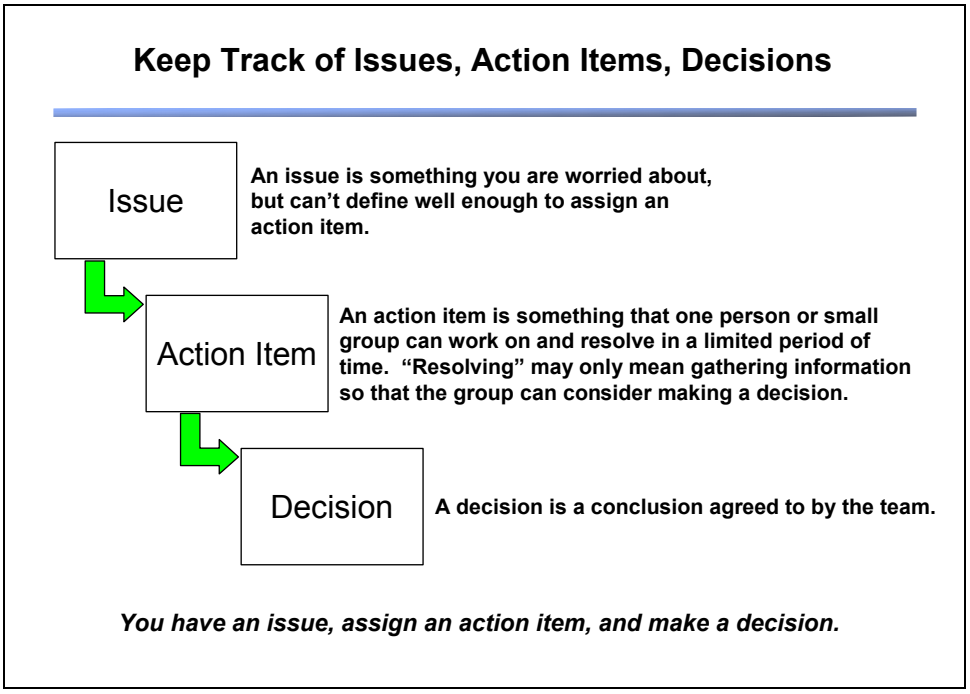

Figure E-2 Maintain an Informal Database of Issues, Action Items, Decisions
- Issues, Action Items, and Decisions – Update the lists to show new assignments, closures, and progress or stuck-points, as shown in Figure E-2.